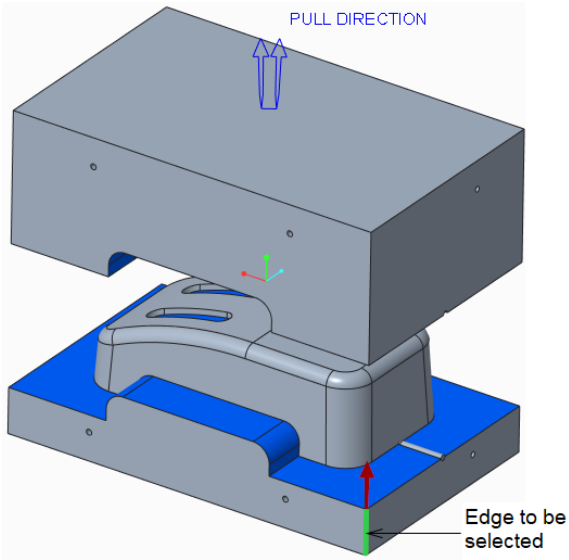
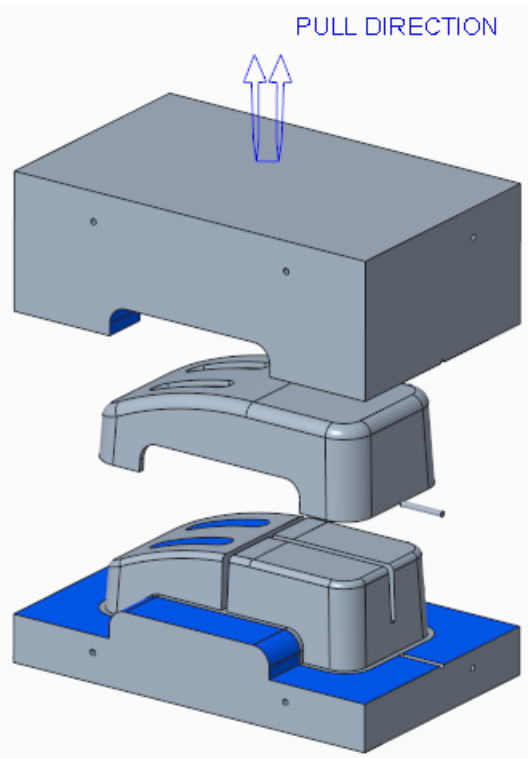

Figure 16-42 *Edge to be selected*
Figure 16-43 *Exploded view of the mold assembly*
5. Select an edge, as shown in Figure 16-42; you are prompted to enter the movement displacement. Enter **-250** and press ENTER. Next, choose the **Done** option from the **Menu Manager**; the mold assembly gets exploded, refer to Figure 16-43.